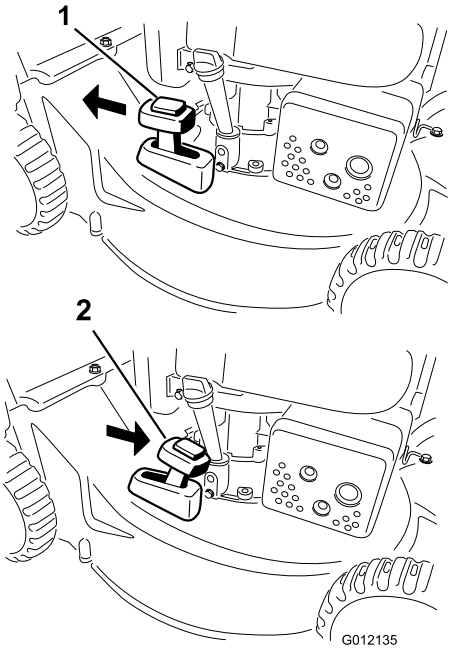

Figura 16
Per riciclare lo sfalcio, spostate la leva di comando del cesto nella posizione di **riciclaggio** (Figura 16).
2. Installate il cesto di raccolta; fate riferimento a Rimozione del cesto di raccolta (pagina 11) e spostate la leva di comando del cesto nella posizione di **raccolta** (solo modello 20836) come illustrato in Figura 16.
Nota: Prima di scaricare posteriormente lo sfalcio, togliete il cesto di raccolta dal tosaerba, se montato; fate riferimento a Rimozione del cesto di raccolta (pagina 11). La leva di comando del cesto deve essere in posizione di **raccolta** (solo modello 20836) come illustrato in Figura 16.